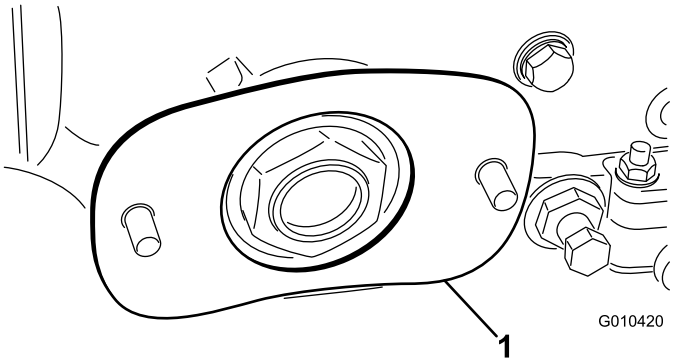

Figura 5
8. Insira o espaçador na posição dos parafusos como se mostra na Figura 5.